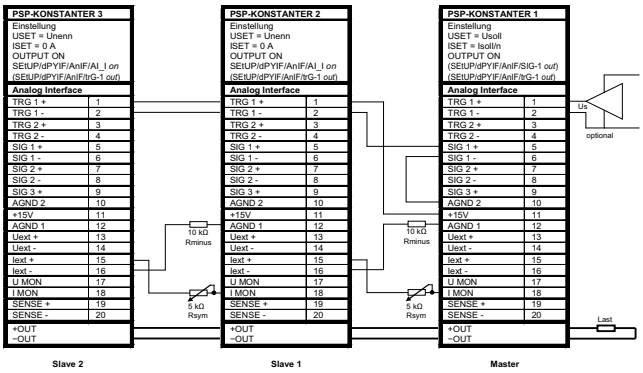

Figure 7.9.2 Wiring for Parallel Master Connection
- Connect master and slaves as shown in figure 7.9.2.
- In order to assure that the slaves' OUTPUT ON status is activated along with the master's OUTPUT ON status via the signal output and trigger input circuit as shown in figure 7.9.2, "SEtUP/dPYIF/AnIF/SiG-(x1) out" must be selected at the master and "SEtUP/dPYIF/AnIF/trG-(x2) out" must be selected at the slaves – (x1) and (x2) in example 1.